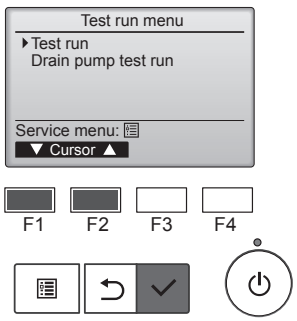

Fig. 7-2
② Dans le Menu test de fonctionnement, sélectionnez "Test run" (Test fonctions) puis appuyez sur la touche [CHOIX]. (Fig. 7-2)
③ Le test fonctions démarre et l'écran Test fonctions s'affiche.